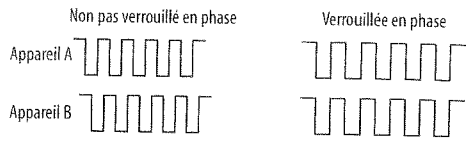

Figure 4-8: Pour éviter les clics, pops et autres artefacts, l'horloge des deux appareils doit être verrouillée en phase pendant les transferts.
- En synchronisant la 2408 avec d'autres appareils audionumériques pour que leurs horloges soient *verrouillées en phase* (Figure 4-8)